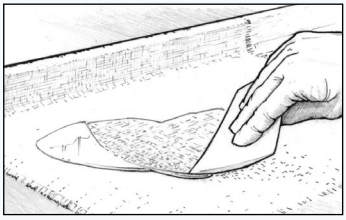

Figur 29 Spred epoxyen ud over dugens overflade med en plastspartel.
5. Spred epoxyen ud over dugen med en 808 plastspartel. Epoxyen skal forsigtigt spredes ud til de tørre områder *(Figur 29)*. Når dugen er gennemvædet, bliver den gennemsigtig, hvilket angiver, at den har absorberet nok epoxy. Hvis der påføres glasfiberdug på en porøs overflade, skal det kontrolleres, at der er påført nok epoxy til at blive absorberet i både dugen og overfladen neden under. Prøv at begrænse brugen af spartel, da for meget "arbejde" på den våde overflade danner små luftbobler i epoxyen. Dette er især vigtigt, hvis der ønskes en klar finish.